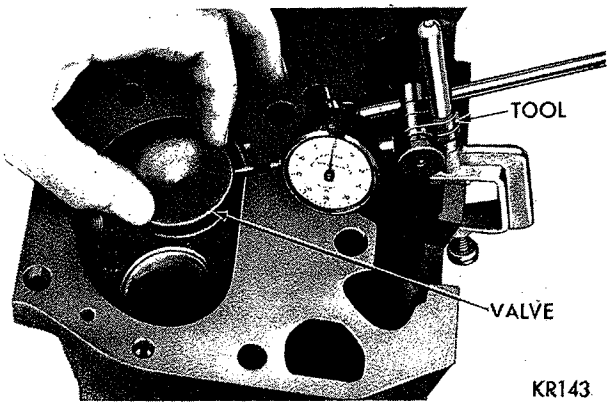

***Fig. 14—Measuring Guide Wear Using Tool C-3339***
(5) The special sleeve places the valve at the correct height for measuring with a dial indicator. Attach dial indicator Tool C-3339 to the cylinder head and set it at a right angle to the valve stem being measured (Fig. 14).
(6) Move valve to and from the indicator. Total dial indicator reading should not exceed .017 inch. If the dial indicator reading is excessive or if the stems are scored or worn excessively, ream the guides for new valves with oversize stems.
(7) Service valves with oversize stems are available in .005, .015 and .030 inch oversizes. Reamers to accommodate the oversize valve stem are as follows: Reamer Tool C-3443 (.379 to .380 inch), Reamer Tool C-3430 (.389 to .390 inch), Reamer Tool C-3427 (.404 to .405 inch).
(8) Slowly turn reamer by hand and clean the guide thoroughly before installing new valves.